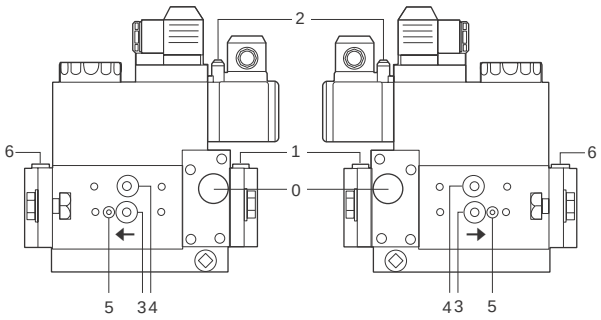
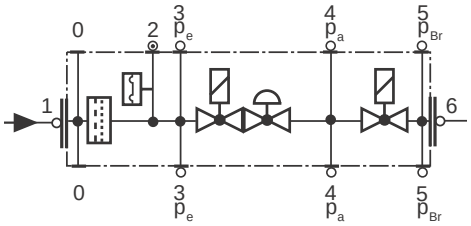

Рис. 21
Рис. 22
3). снять крепежные винты группы Multibloc (Рис. 21-A)
4). вставить уплотнительные кольца (10,5x2,25) в VPS 504 (Рис. 22-B, Рис. 21-B)
5). закрутить 4 винта блока контроля герметичности (M4x16) Рис. 21-C.
Для проверки работы, подсоедините манометр к штуцеру для отбора давления **PA** (Рис. 22). Если проверка завершилась положительно, через несколько секунд зажигается жёлтая лампочка **LC.** В противном случае загорается красная лампочка блокировки **LB**. Чтобы перезапустить горелку, необходимо разблокировать блок управления нажатием на светящуюся кнопку **LB**.